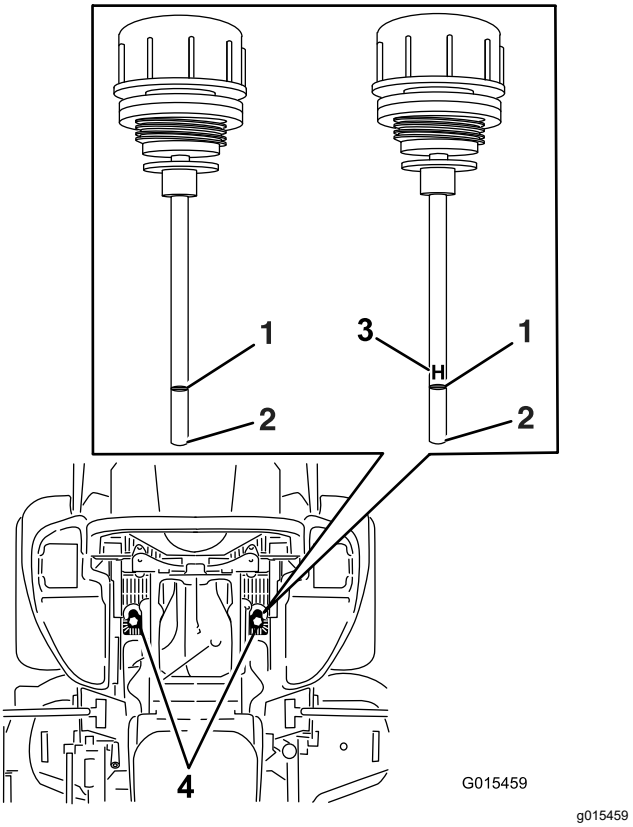

**Figur 99**
5. Rengør området omkring målepindene i hydrauliksystembeholderne (Figur 99).
6. Tag én målepind ud af hydraulikbeholderen (Figur 99).
8. Tag målepinden ud, og se på enden (Figur 99).